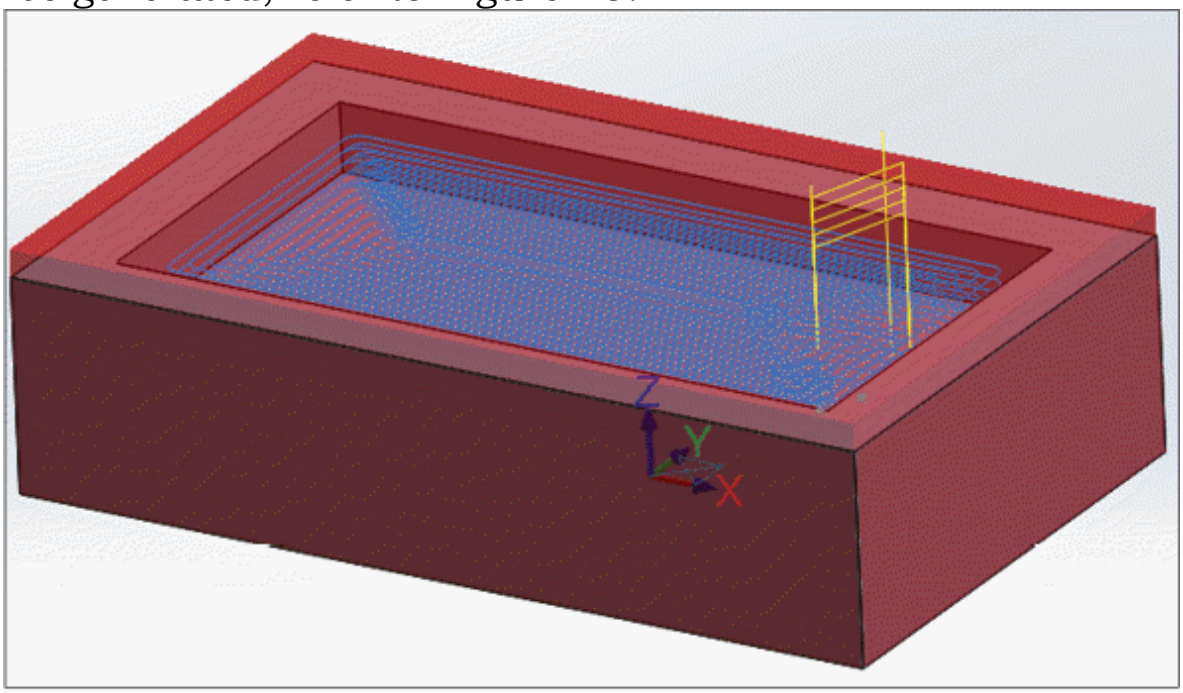

Figure-43. Pocket toolpaths generated
- Click on the **OK** button from the dialog box. The toolpaths will be generated; refer to Figure-43.